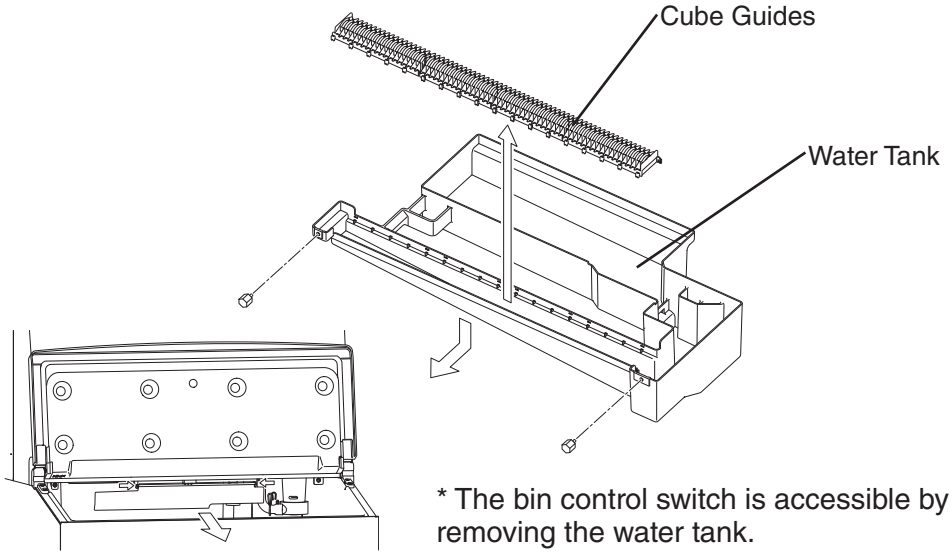

Fig. 9
17) Pull the cube guides (quantity varies depending on model) upward to remove them from the water tank. They are snapped in place. See Fig. 9.